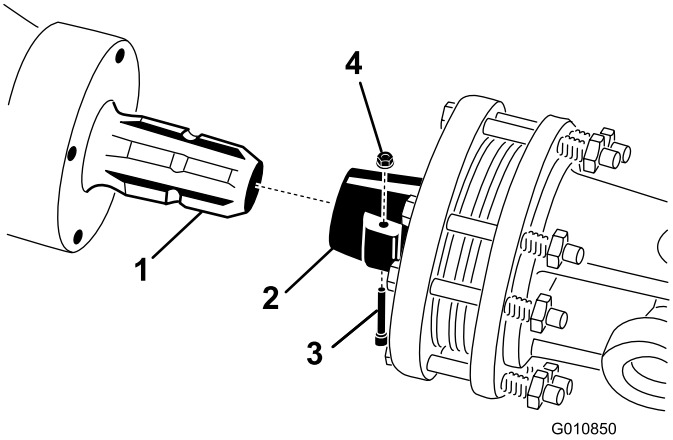

Figuur 17
1. Verwijder de pen en moer van de aftakas (Figuur 17).
2. Sluit het uiteinde van de aftakas aan op de ingangsas van de tandwielkast van de beluchter met behulp van de pen en moer die u eerder hebt verwijderd (Figuur 17). De pen kan maar op één manier worden geplaatst.